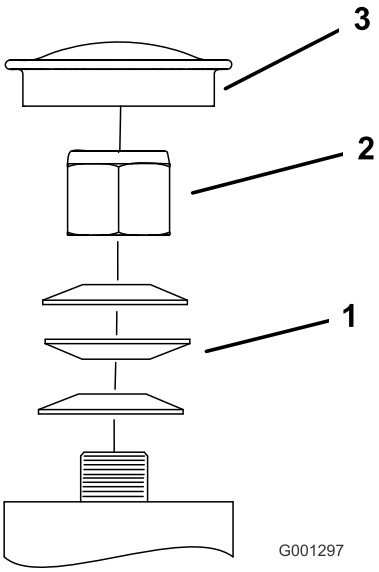

**Figuur 60**
3. Verwijder de stofkap van het zwenkwiel en draai de borgmoer aan (Figuur 60).
4. Draai de borgmoer aan totdat de veerringen vlak liggen, en draai deze vervolgens een 1/4 slag terug om de voorspanning op de lagers correct af te stellen (Figuur 60).
**Belangrijk: De veerringen moeten op de juiste wijze worden gemonteerd zoals wordt getoond in Figuur 60.**
5. Plaats de stofkap (Figuur 60).